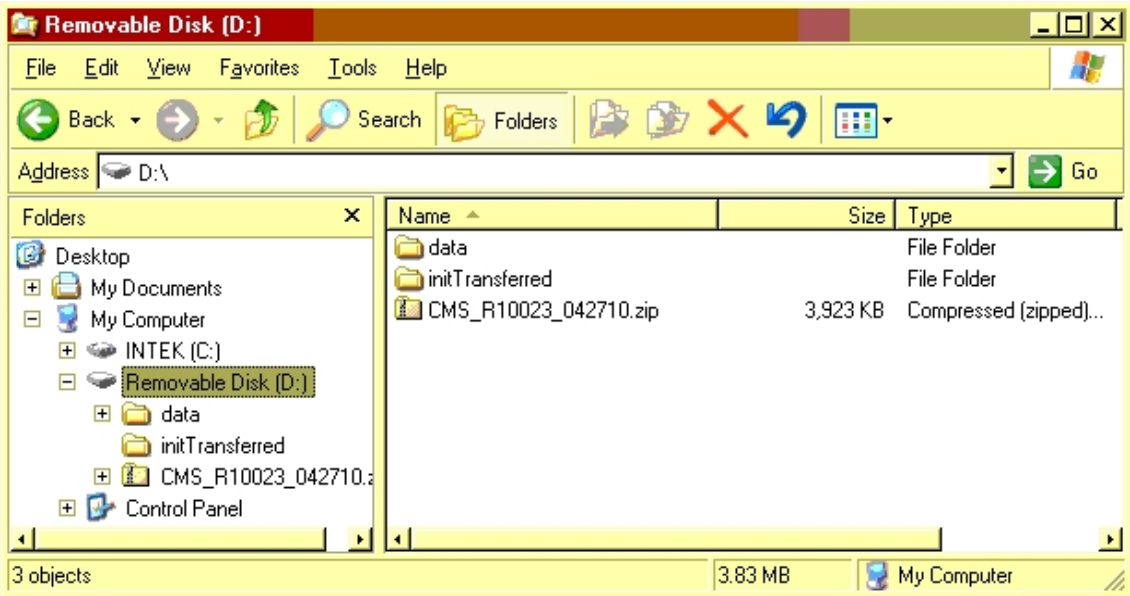

Figure 13: D-drive explorer view of zip file
3. The file saved to the USB stick is automatically named based on the date of the download. The above example is shown in Figure 13.